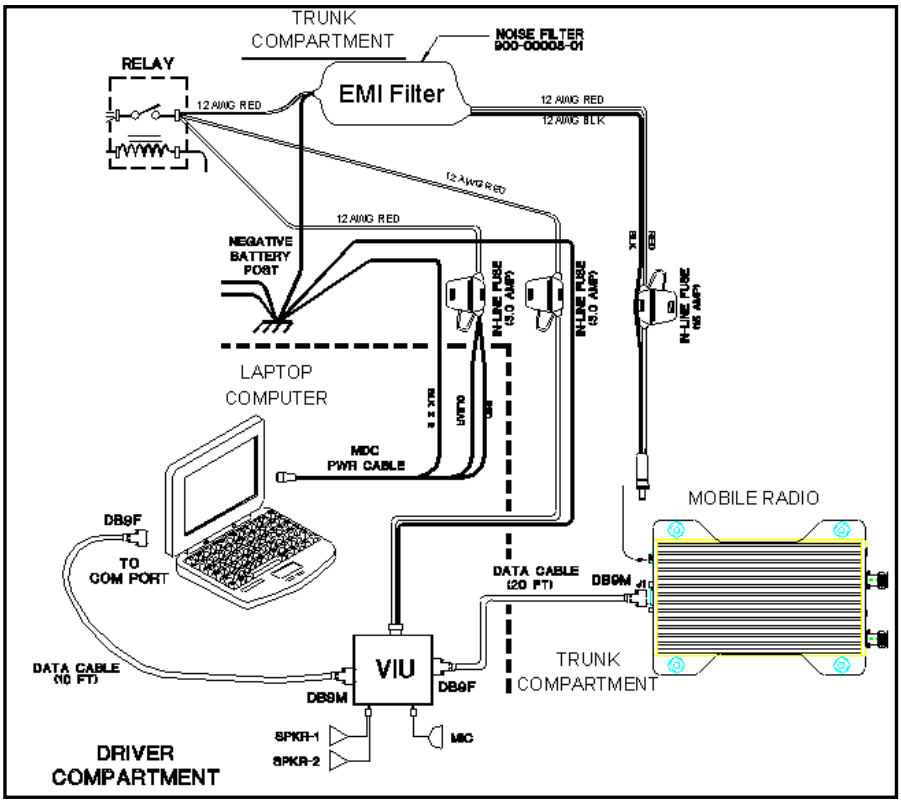

Figure 17: VIU Connections
Step 2 Connect the red (#12 AWG) wire via an in-line fuse from the VIU power cable to the relay as shown in Figure 17 above.